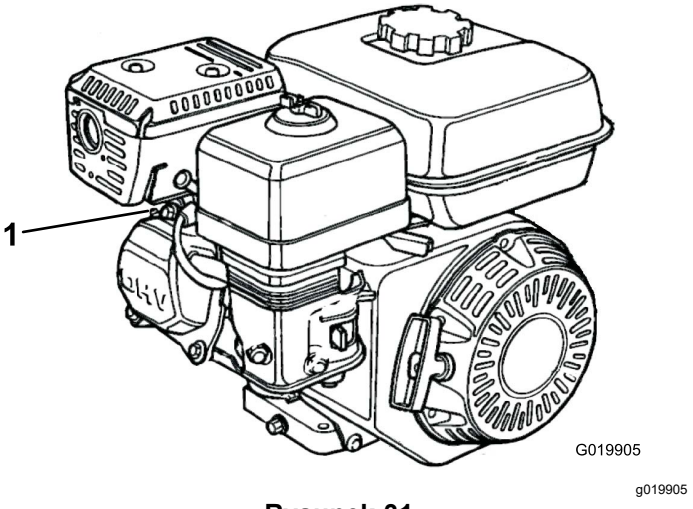

Rysunek 31
2. Odłączyć przewód od świecy zapłonowej (Rysunek 31).